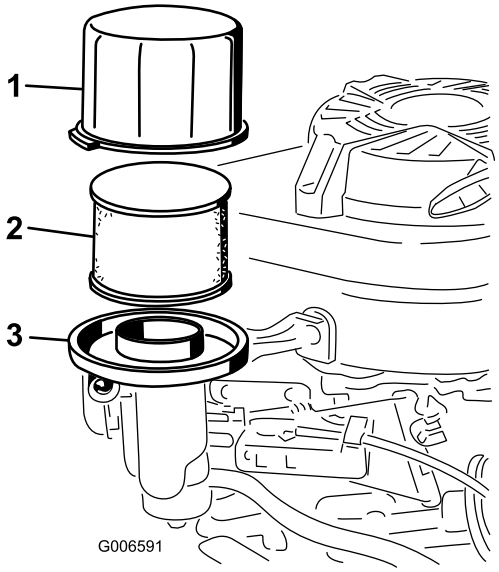

Figur 22
3. Fjern dækslet, og rengør det grundigt (Figur 22).
4. Fjern skumforfilter og papirfilter (Figur 22).
5. Fjern skumforfilteret fra papirfilteret (Figur 22), og udskift papirfilteret, hvis det er meget snavset.
6. Tip maskinen med luftfilteret opad, så olien løber ned i aftapningskarret (Figur 22).